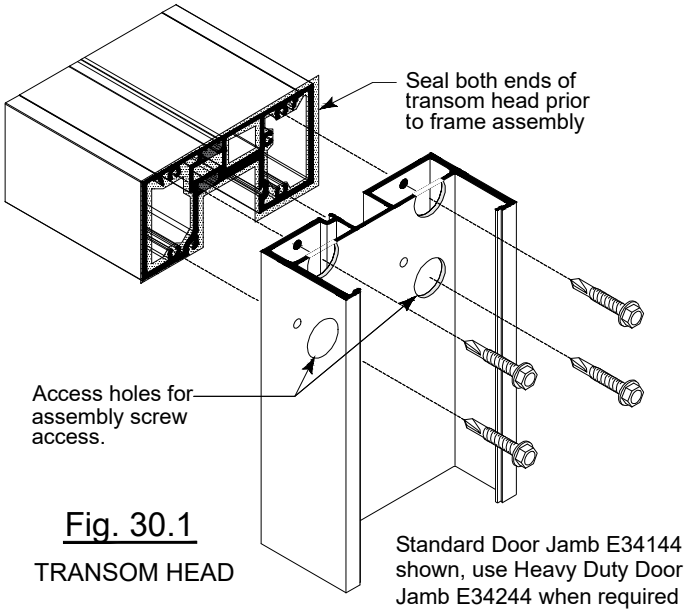
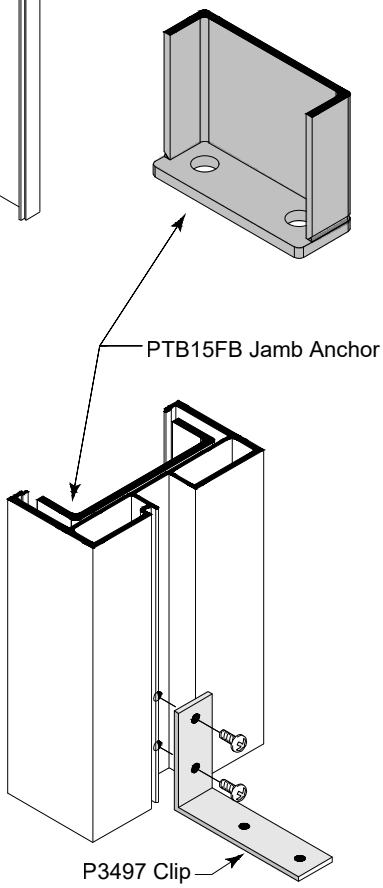

Fig. 30.1
Fig. 30.4
B. Attach the door header and transom header to the door jambs with (4) S419 #12-14 x 1 1/2" HWH frame assembly screws. Attach the P3497 threshold clips to the door jambs with (2) S293 #12 x ½" FH UC screws. SEE Fig. 30.1 - Fig. 30.4.